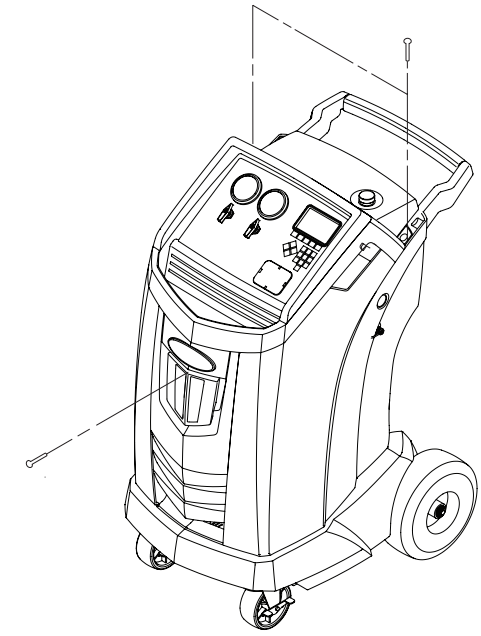
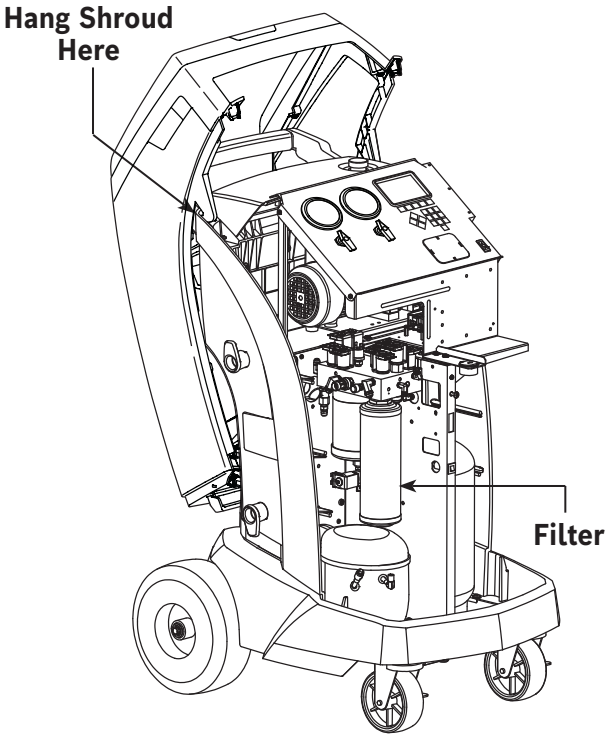

Figure 6
Figure 7
Note: Access to SD card slot my require removal of shroud. See Figure 7 on page 23.
Turn off the machine. Remove the oil drain bottle. Remove the screws holding the shroud. See Figure 6.
3. Hang the shroud on the back of the machine as shown in Figure 7.
6. Install the new filter by threading it clockwise into place. Verify the filter is positioned correctly as shown in Figure 7. Tighten the filter to 20 Nm.
3. Remove and store shroud as shown in Figure 6 and Figure 7.
3. Remove the screws holding the shroud. See Figure 6.
4. Hang the shroud on the back of the machine as shown in Figure 7.